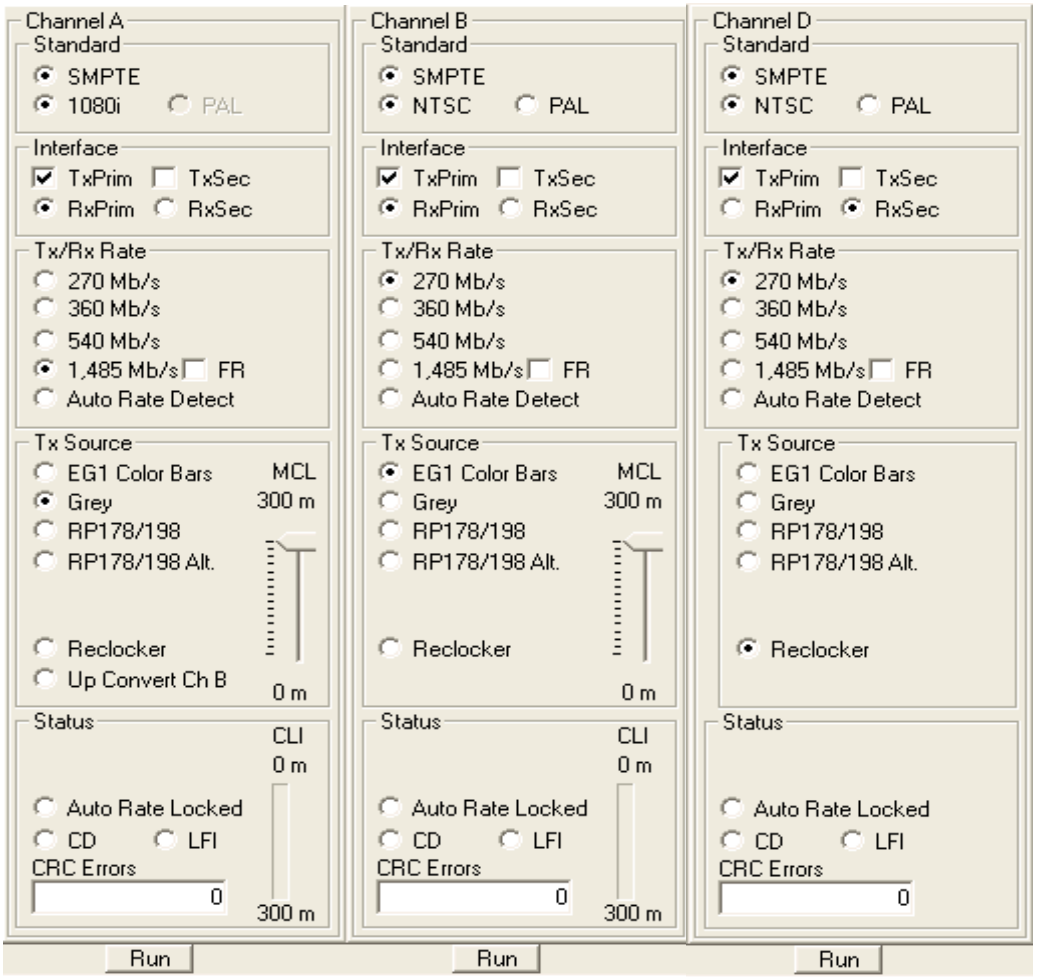

Figure 6-13. GUI Setting for Sample Test 4: Step 13
13. Keep the GUI settings for channel A and channel B. For channel D, keep the settings in the “Interface” panel; select the data rate to be 270 Mb/s and reclocker enabled. See *Figure 6-13*.